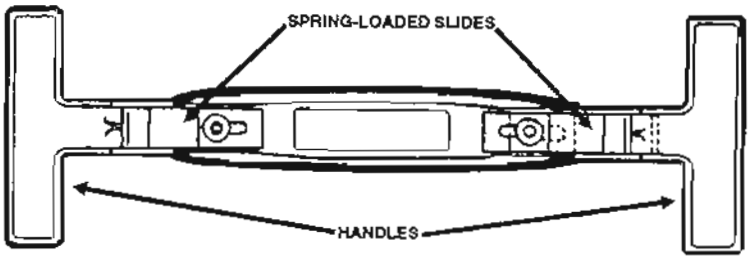

Figure 1-3. Spring-loaded slides and handles.
f. Handles (fig 1-3). The two handles of each dental light are of highly durable plastic which can be sterilized. The handles are spring-loaded for easy removal and replacement without tools.